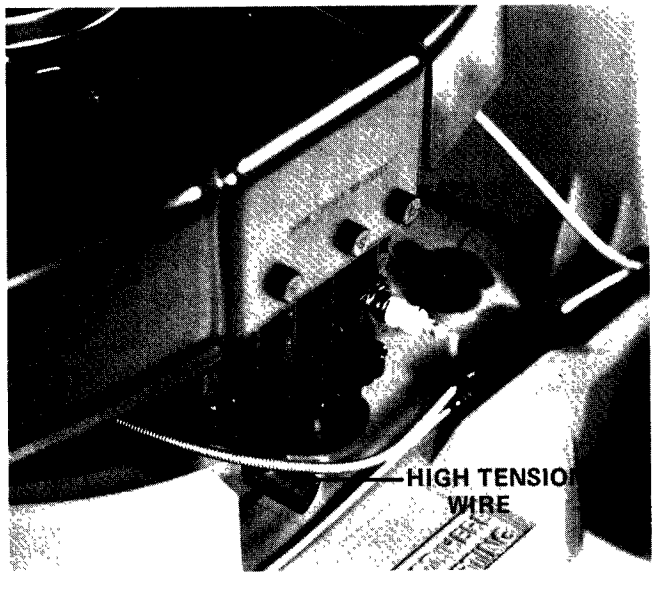

Figure 35
2. Pull high tension wire off spark plug and remove plug from cylinder head (Fig. 35).